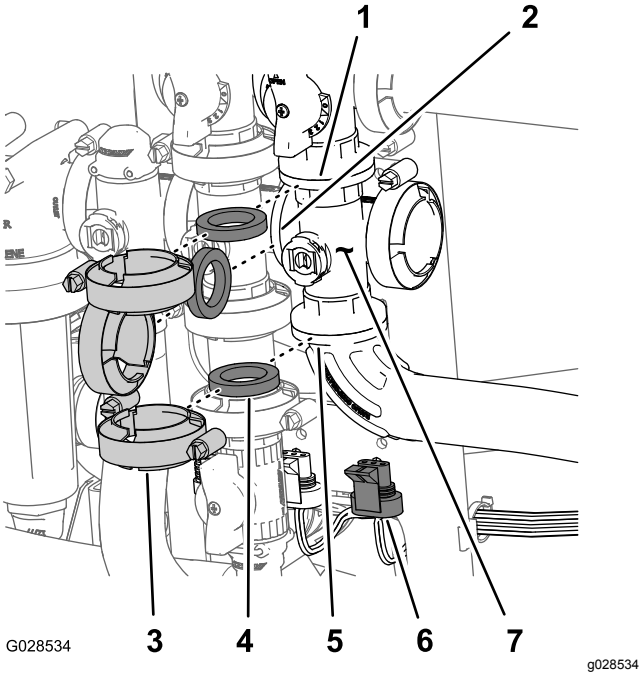

Figur 92
1. Ta bort klämmorna och packningarna som håller fast huvudsprutrampventilens grenrör (Figur 92) vid huvudsprutrampens överströmningsventil, omrörningsventilen och det nittiogradiga vinkelröret med fläns (vid änden av flödesmätarens slang).